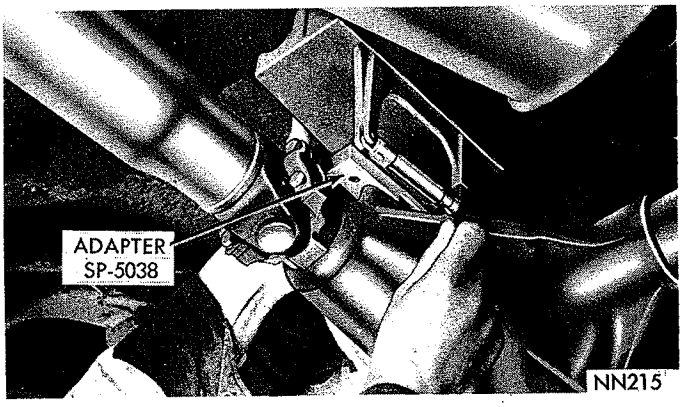
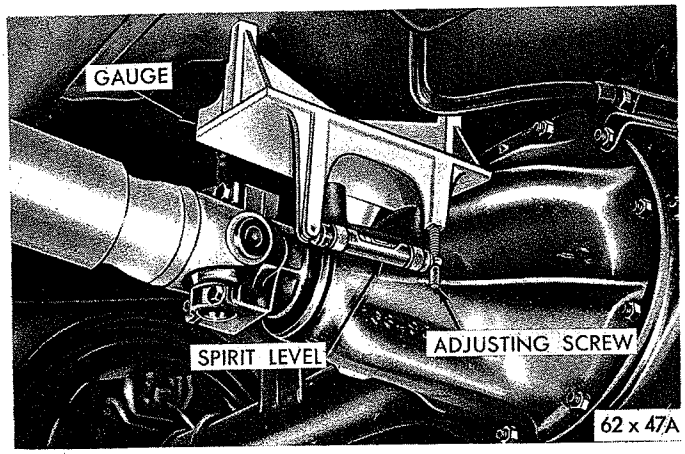

*Fig. 10—Adjusting Gauge on Differential (Rear Joint Angle Reference) Models with 7¼" Axle*
*Fig. 9—Adjusting Gauge on Differential (Rear Joint Angle Reference)*
(1) Remove pinion bumper plate from differential and carrier housing and position gauge SP-5060 on the machined pads with locating pin in rear bolt hole (Fig. 9). The arrow on gauge should point toward the front of car. On models equipped with 7¼ axle place propeller shaft alignment gauge adapter SP-5038 between the gauge and machined pads of the carrier (Fig. 10).